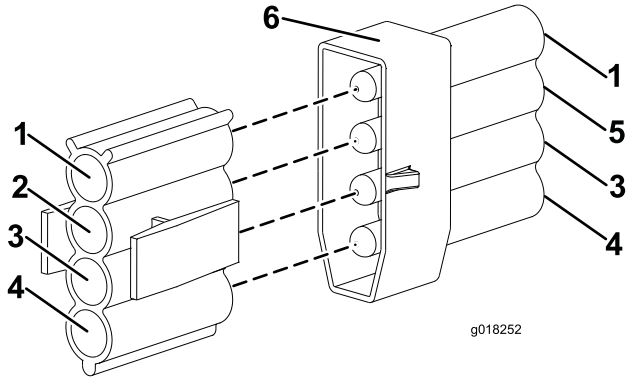

Figure 14
13. Secure the connector, on the machine wiring loom with the GREEN/RED wire, to the identified R/H light assembly connector (Figure 14).